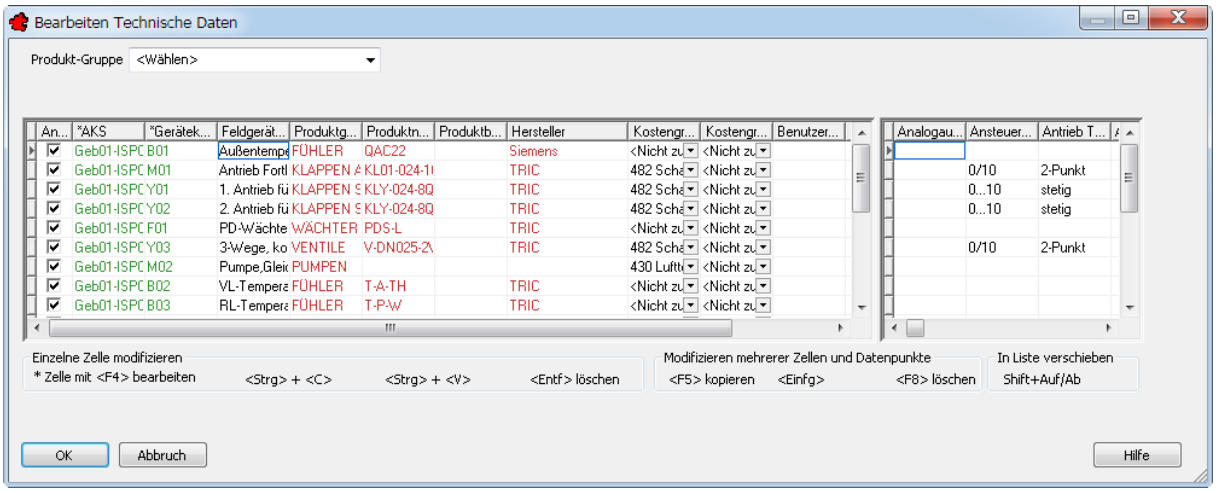

Bild 37.4 – Produktzuordnung über globales Editieren
- Über die Funktion *Globales Editieren* (Abb. 37.4) können Sie die Produkte in einer Tabelle zuordnen und komfortabel auf andere Geräte übertragen (vgl. *Produkt global editieren* ab S. 221).